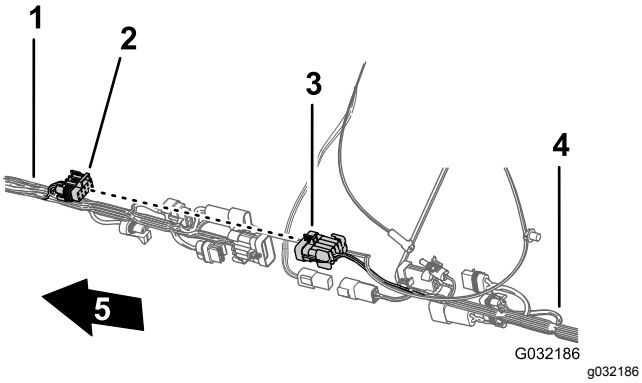

Figuur 115
2. Sluit de connector met 10 contacten van de voorste kabelboom voor de verbinding van de spuitmachinekabelboom aan op de stekker met 10 contacten van de achterste kabelboom voor de verbinding van de spuitmachinekabelboom (Figuur 115).